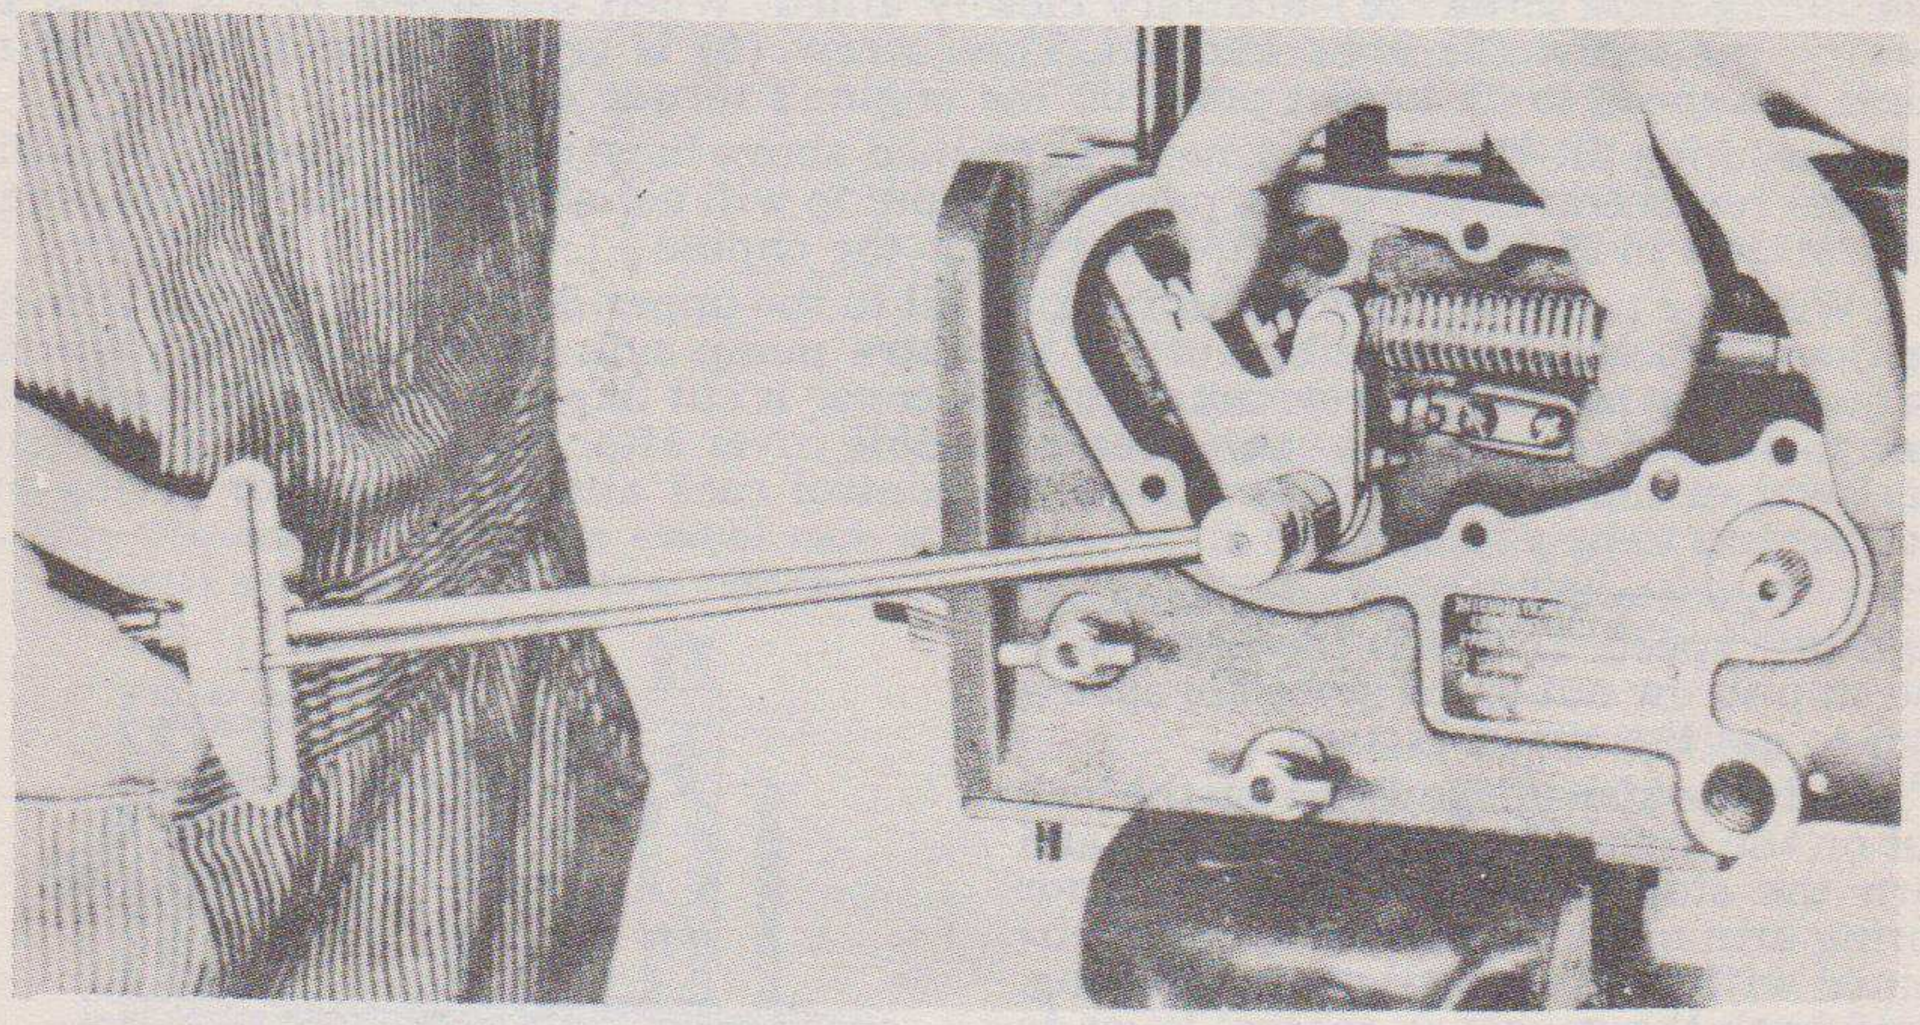

Fig. 100—Tightening governor fork shaft self-locking nut to 12½ ft.-lbs. torque while holding torque control lever to the rear.
Replace the torque spring arm spacer (5) on the governor shaft and turn on the self-locking governor fork shaft nut. Do not tighten this nut until the torque control lever is held firmly to the rear as far as possible, as shown in Figure 100. While so doing, tighten the nut to 12½ ft.-lbs. torque with a tension wrench.